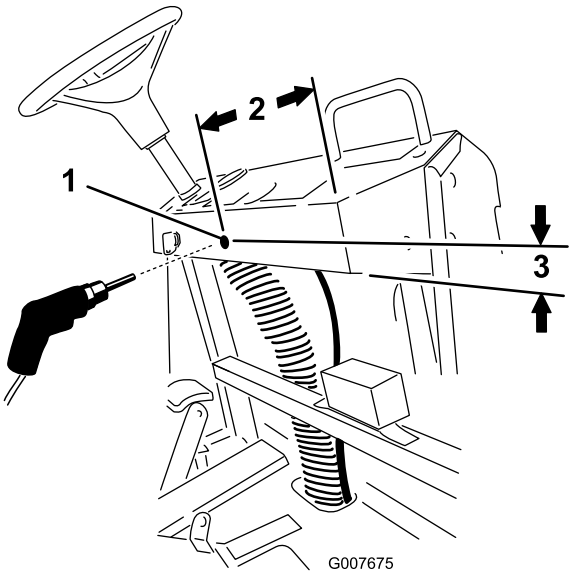

图18
A. 在距离仪表板右侧 254mm 和距离仪表板底部 38.1mm 的位置作标记（图18）。